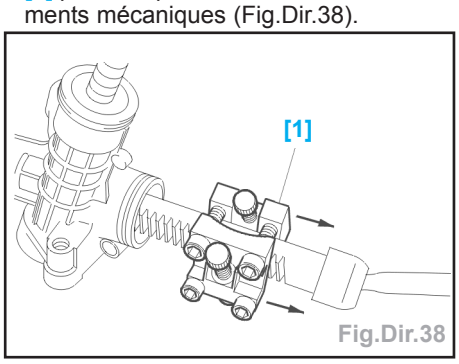

Fig.Dir.38
- Positionner l'outil [1] le plus possible en bout de la denture de crémaillère et de manière que les appuis rotulés de l'outil [1] puissent prendre contact sur des éléments mécaniques (Fig.Dir.38).